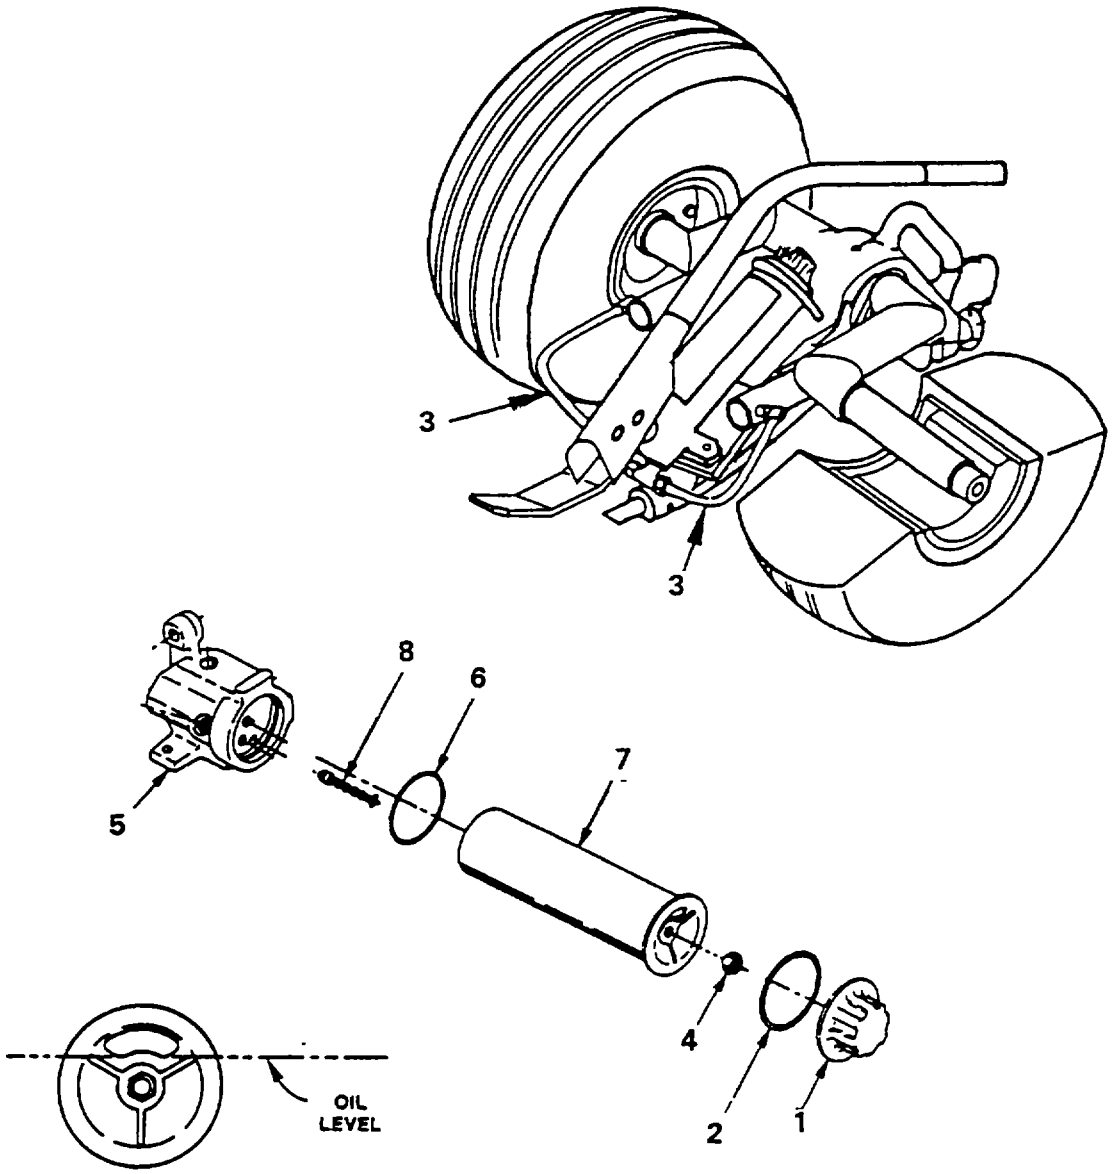

Figure 3-1. GROUND HANDLING WHEELS ASSEMBLY (TYPICAL)
NOTE Refer to Figure 3-1 for parts identification.
c. Insert a clean funnel and filter into the filler hole Add MIL-H-5606 fluid to the level indicated in Figure 3-1	Fluid is not filled to proper level